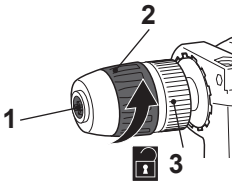

Fig. 1
> Segure o mandril de aperto rápido (3) e gire o mandril de brocas (2) para a esquerda até que as pinças (1) se abram o suficiente para colocar a broca (Fig. 1) Coloque a broca até ao fundo (Fig. 2).